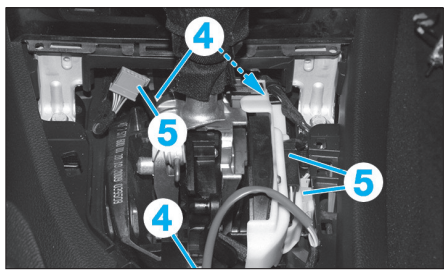

Fig. 21
- les vis (4) de fixation du boîtier de sélecteur de vitesses **(Fig.21)**.
• Débrancher les connecteurs (5).